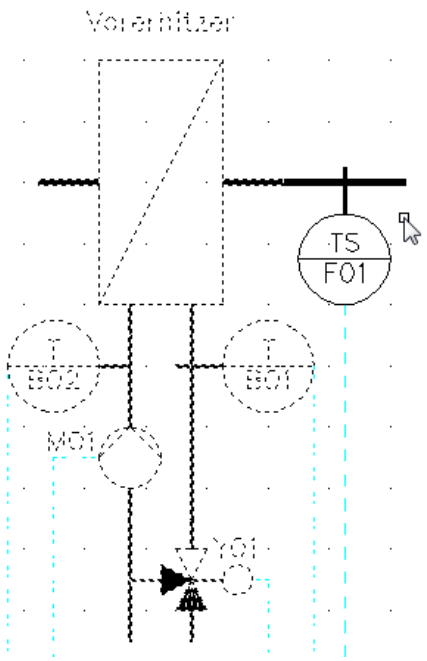

Bild 29.5 – Übertragen des Hauptgerätenamens auf die Benutzerschlüssel der Subgeräte
- Wählen Sie nacheinander alle sechs an dieses Hauptgerät angeschlossenen Subgeräte und bestätigen Sie (Abb. 29.5).